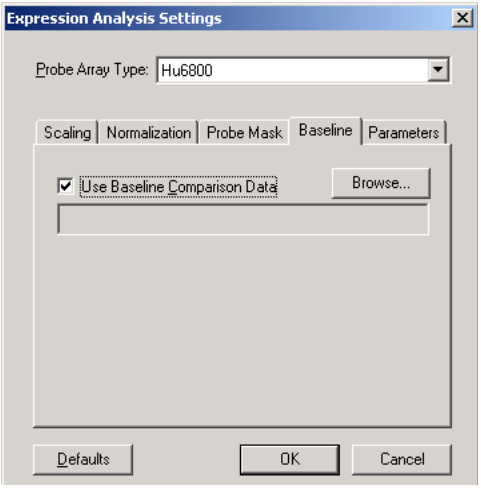

Figure E.41
In the baseline tab, the user selects the analysis output file (*.chp) that will serve as the baseline in a comparison expression analysis **(Figure E.41)**.
1. In the Baseline tab, choose the **Use Baseline Comparison Data** option **(Figure E.41)**.
The baseline file must be derived from the same type of probe array selected in the **Probe Array Type** *drop-down list in the Expression Analysis Settings dialog box* **(Figure E.41)**.